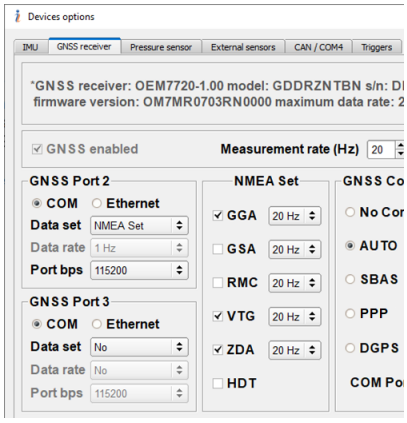

**Fig. 4.8.**
- **NMEA Set** – allows setting desired NMEA messages for output through GNSS port 2 when NMEA Set is chosen in Data Set (see Fig. 4.8). By default, INS outputs GPGGA, GPVTG and GPZDA if no checkboxes in NMEA Set are chosen.